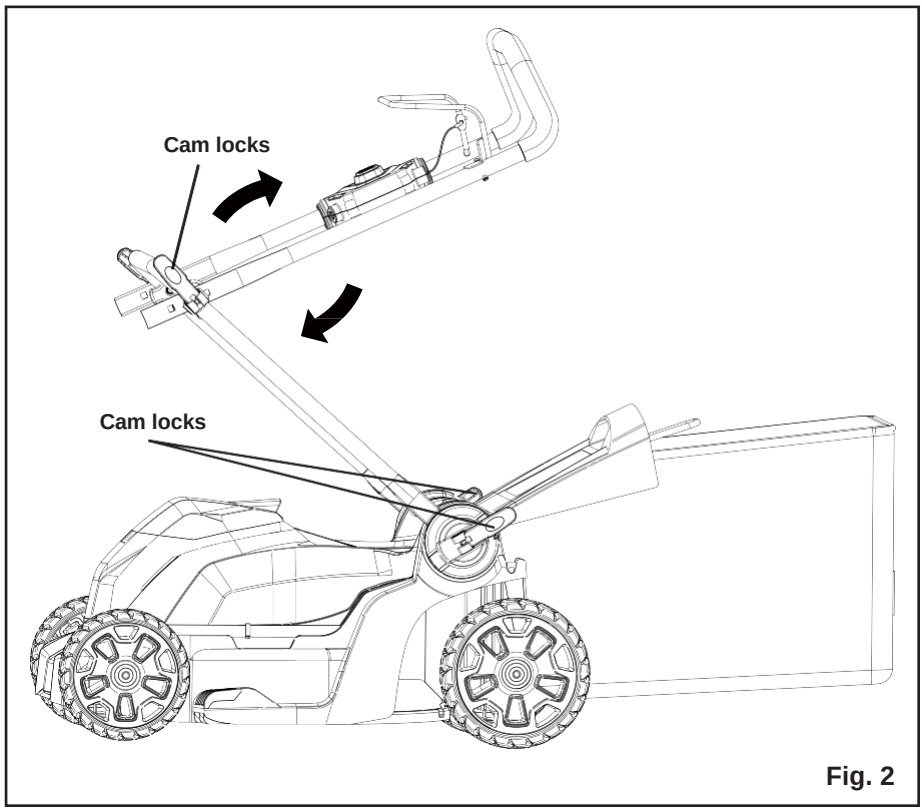

**Fig. 2**
**UNFOLDING AND ADJUSTING HANDLE** *(See Figure 2)*